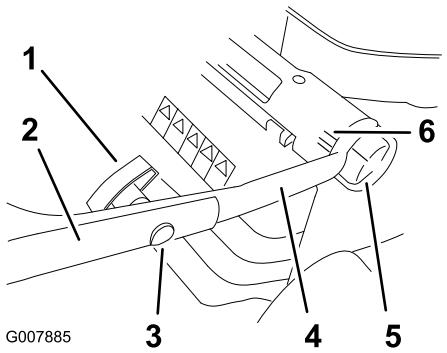

Figur 3
1. Løsne justeringsknottene for håndtakshøyde, og vri det nedre håndtaket mot baksiden av gressklipperen til det sitter på plass i en av høydeinnstillingene for håndtaket, som vist i Figur 3. Hvis du vil justere høyden på håndtaket, se avsnittet Justere høyden på håndtaket.
3. Monter den øvre delen av håndtaket på den nedre delen av håndtaket med ovalhodeboltene og håndtaksknottene, som vist i Figur 3. **Skru håndtaksknottene godt til.**
Du kan justere håndtaket til tre høydeinnstillinger: høy, middels og lav (Figur 3). Velg innstillingen for håndtakshøyde som er mest komfortabel.